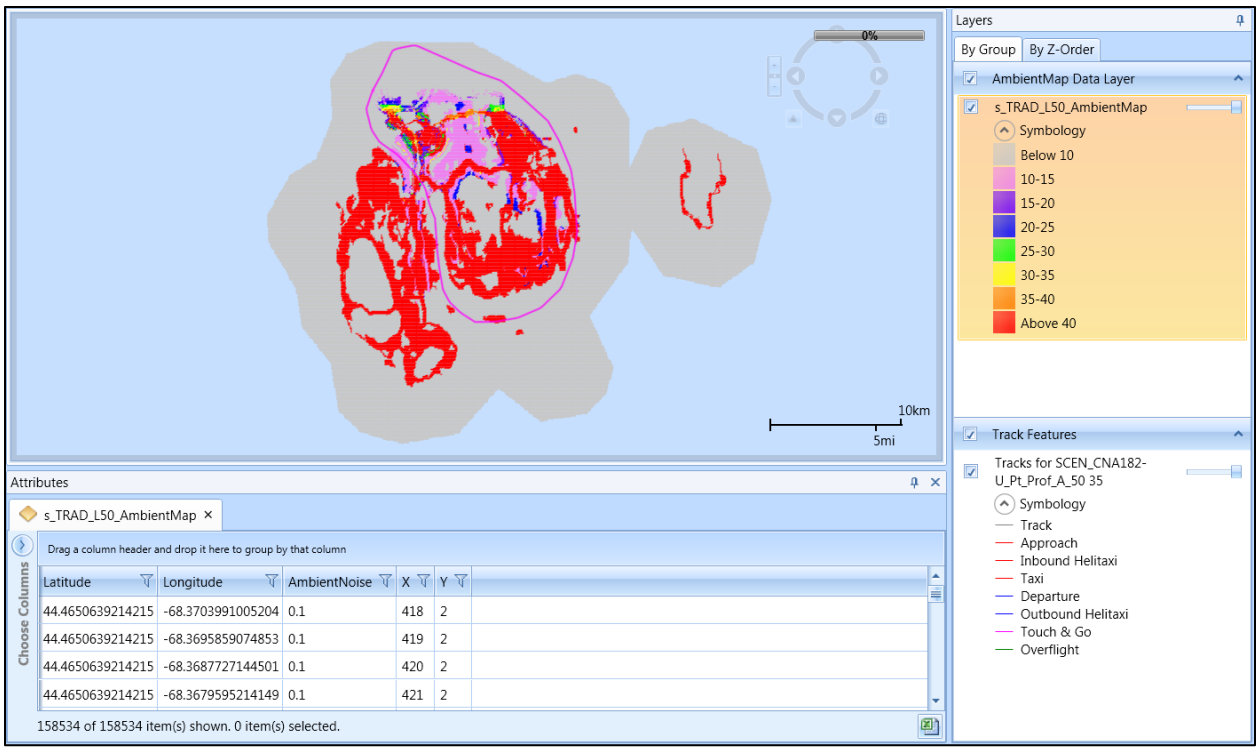

Figure 5-33 Sample Ambient Map Layer with Attributes – shown with Tracks
3. The ambient map layer is displayed on the map (Figure 5-33) and in the *Layers* manager.
The following attributes are available for time audible ambient map layers: latitude, longitude, ambient noise level, and x and y coordinates (Figure 5-33). See Appendix B.3 for descriptions of the attributes.